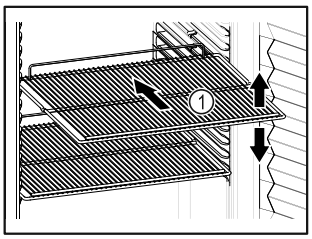

Fig. 61 Reprezentare exemplificativă
- ❑ Dacă polițele *Fig. 61 (1)* pot fi mutate, adaptați-le în funcție de înălțime.